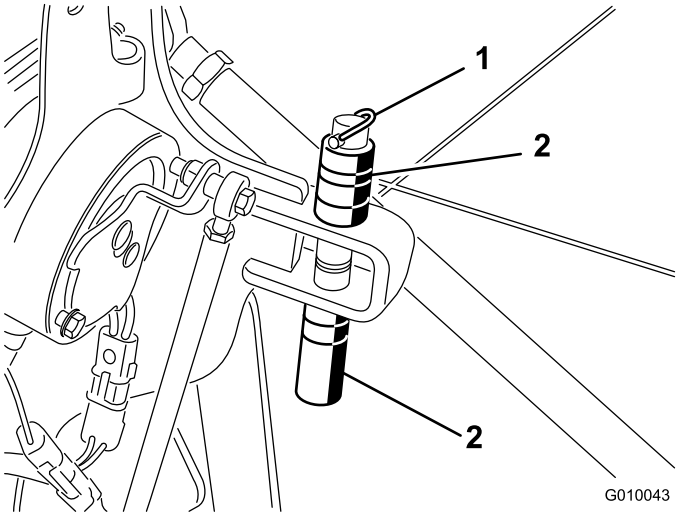

Figur 29
1. Ta bort hjulsprinten som fäster distanserna och djuppinnarna (Figur 29).